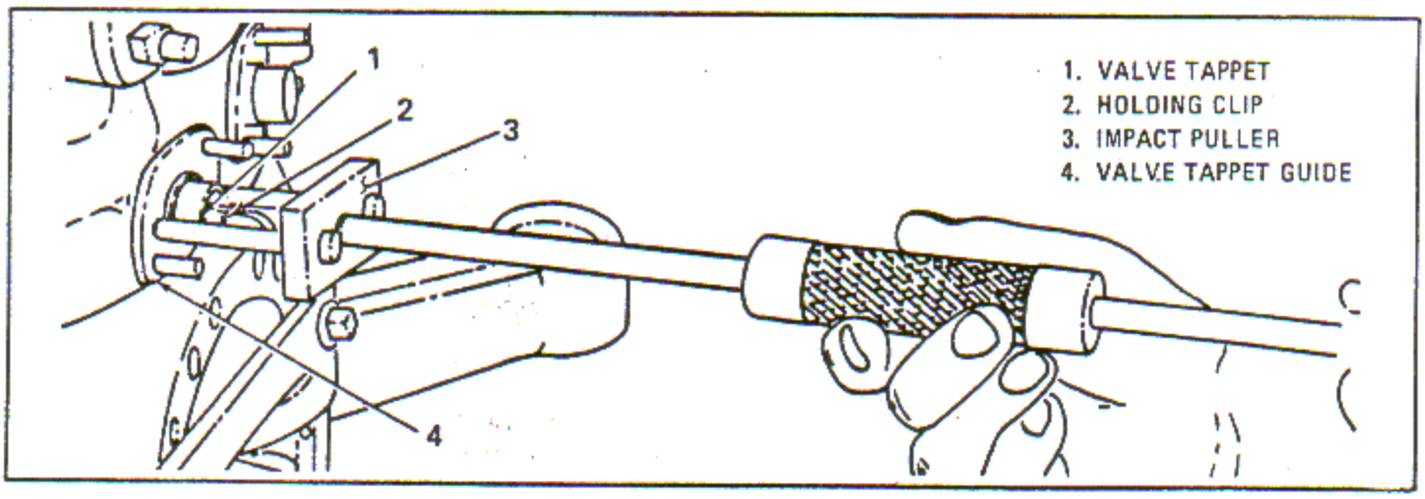

Figure 4-11. Pulling Valve Tappet Guide
a. Install holding clip (2, figure 4-11) in the valve tappet (1) to prevent valve tappet roller and pin from falling into engine when assembly is removed.
b. Install screws of impact puller (3) in the valve tappet guide (4).
c. Remove the guide (4, figure 4-11). Remove the holding clip (2) from the valve tappet (1).
d. Slide the valve tappet (1) from the guide (4), remove pin from roller, remove roller and bushing.